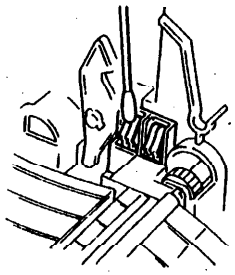

Рис. 9. Задний высоковольтный разъем
b. Осмотрите или с помощью ватного тампона очистите контакты заднего высоковольтного разъема (Рис. 9).